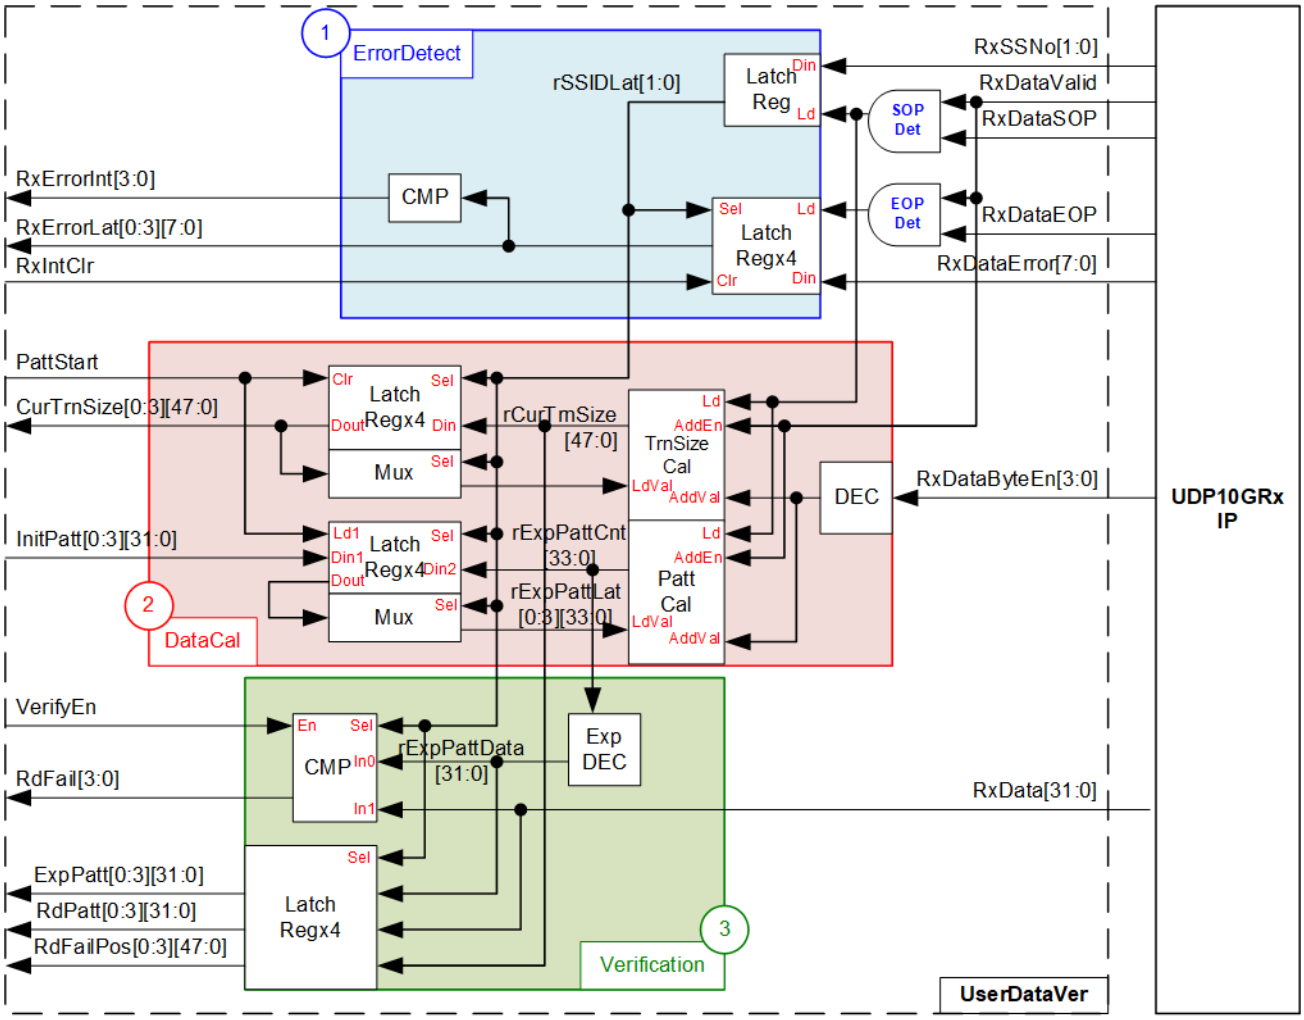

Figure 2-6 UserDataVer
As shown in Figure 2-6, UserDataVer has three operations, i.e., Error detection (1) to detect the error from UDP10GRx-IP, Data calculating (2) to calculate total amount of valid data, and Verification (3) to verify the received data.